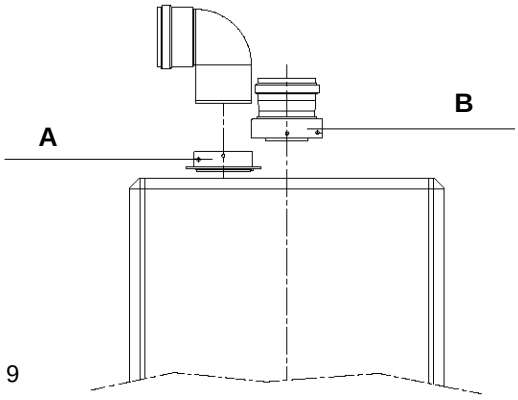

Fig. 9
4.5.3.1 INSTALLATION OF TWIN ADAPTOR KIT (fig. 9)